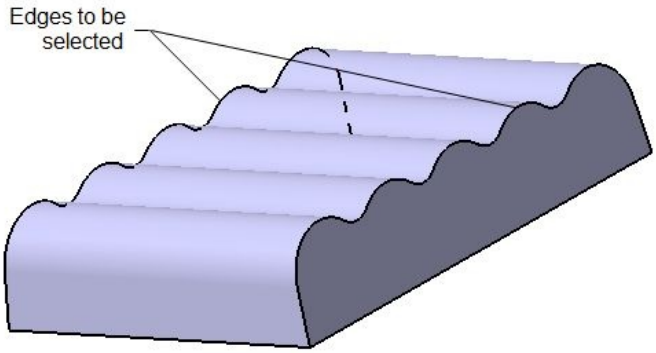

Figure 8-91 *Edges to be selected*
d. Fillet the edges of the model, refer to Figures 8-91 and 8-92.
2. Select the edges to be filleted, as shown in Figure 8-91.